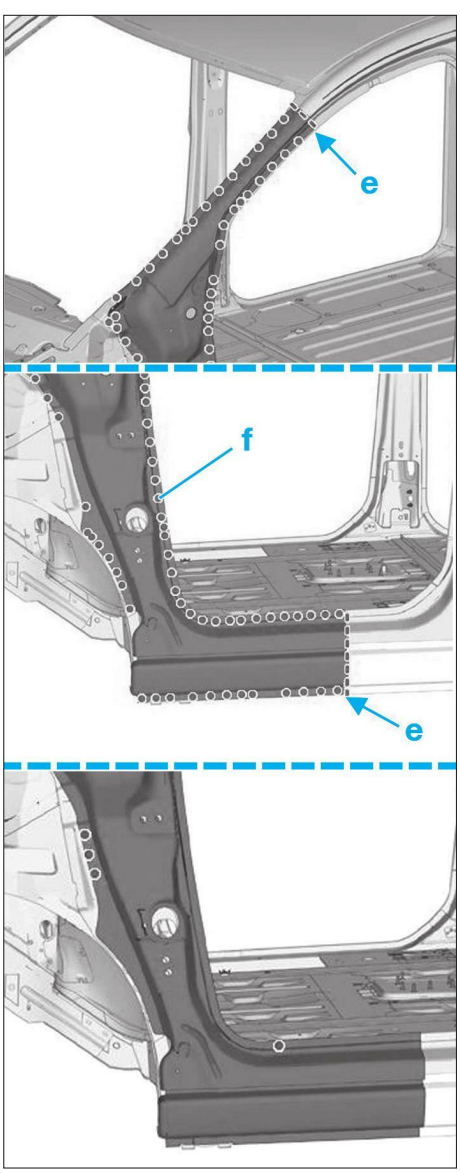

FIG. 47
• Souder par cordons successifs en (e) **(Fig.47)**